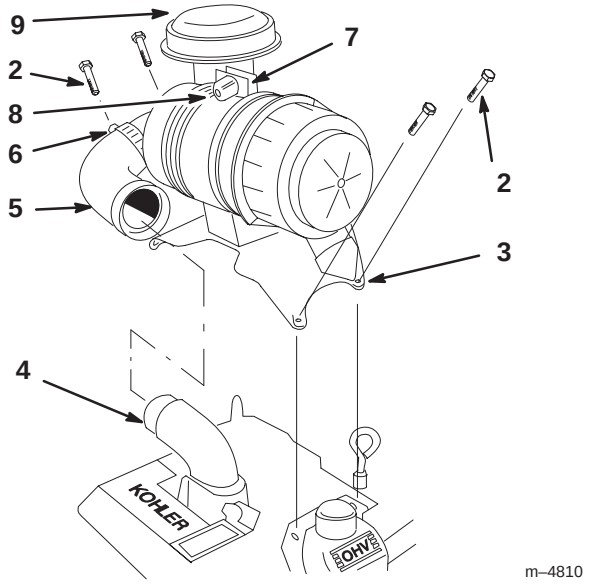

Figure 7
1. Sortez le filtre à air de la boîte. Ne séparez pas le filtre à air et son support (Fig. 7).
2. Retirez les deux vis de montage supérieures sur les deux couvre-culasses (Fig. 7).
3. Posez le filtre à air sur le moteur et alignez les trous du support avec ceux des couvre-culasses (Fig. 7).
4. Placez les vis dans le support du filtre à air et les couvre-culasses (Fig. 7).
5. Retirez les bouchons en plastique du coude d'admission d'air sur le moteur et le flexible du filtre à air (Fig. 7).
6. Raccordez le flexible au coude d'admission d'air sur le moteur et le filtre à air. Serrez les colliers pour fixer les raccords du flexible (Fig. 7).
7. Le couvercle d'admission d'air étant dirigé vers le haut, serrez le boulon de tension jusqu'à ce que les extrémités rapprochées soient distantes de 13 mm (1/2 pouce) (Fig. 7).